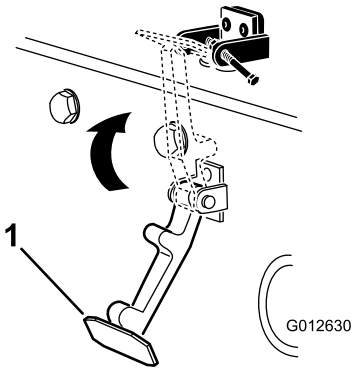

Figur 8
6. Sæt låsen fast på hjelmlåsebeslaget (Figur 8).